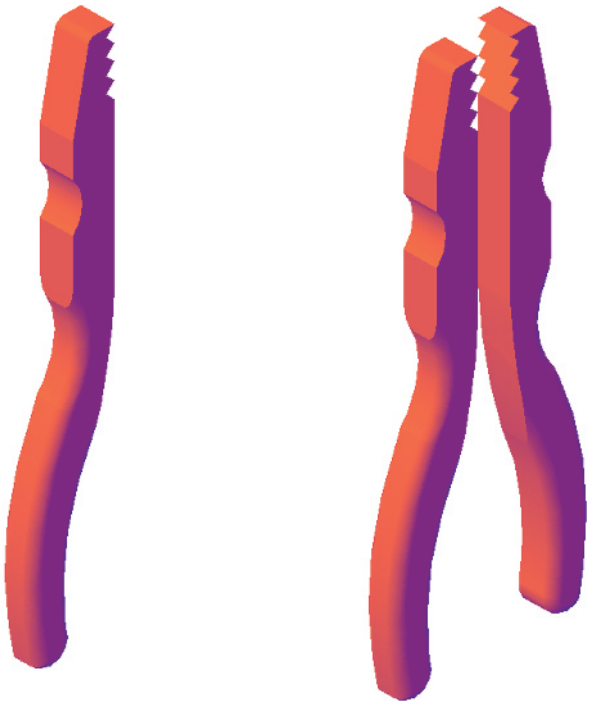

Fig. 15.17 First example – **Mirror 3D** – before and after mirror
First example – Mirror 3D (Fig. 15.17)
3. Extrude the region to a height of **5** and render. A **Visual Styles/Conceptual** style shading is shown in Fig. 15.17 (left-hand drawing).
The result is shown in the right-hand illustration of Fig. 15.17.